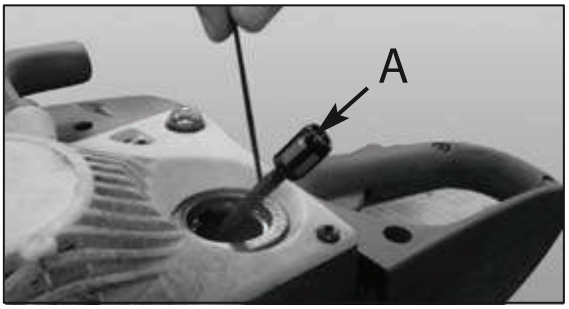

Рис. 16
4. Выньте топливный фильтр (А) из бака (рис. 16).